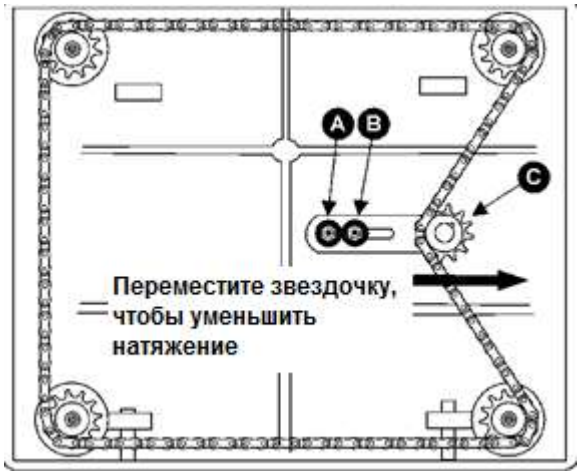

Рис. 22
5. Открутите болты, которыми станок прикручен к основанию. Осторожно переверните станок на боковую сторону, чтобы видеть нижнюю поверхность станка (см. Рис. 22).
6. Открутите болт (A, см. Рис. 22) и ослабьте болт (B, см. Рис. 22), которые позволят переместить регулируемую звездочку (C, см. Рис. 22) достаточно, чтобы ослабить натяжение цепи.
9. Когда все регулировки выставлены правильно, поместите цепь обратно на угловые звездочки, переместите звездочку (C, см. Рис. 22) обратно, чтобы натянуть цепь, затяните болт (B, см. Рис. 22), а также вкрутите и затяните болт (A, см. Рис. 22).